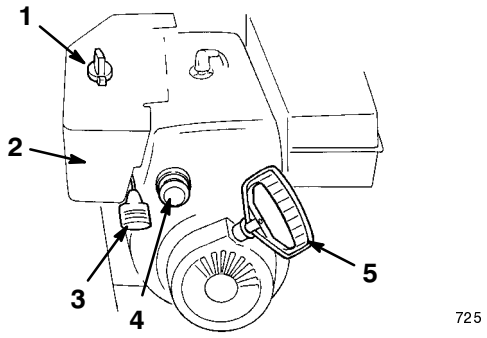

Figure 15
- **Choke** (Fig. 15)—Move the choke to the *Full* position to start a cold engine. As engine warms up, gradually move choke to the *Off* position.
- **Ignition Switch** (Fig. 15)—Insert the key before starting the engine. To stop the engine, remove the key.
- **Throttle** (Fig. 15)—Move the throttle upward to increase the engine speed; move it downward to decrease the engine speed.
- **Primer** (Fig. 15)—Press the primer to pump a small amount of gasoline into the engine for improved cold-weather starting.
- **Recoil Starter** (Fig. 15)—Pull the recoil starter to start the engine.
2. Remove the key from the ignition switch (Fig. 15).
3. Pull the choke knob off (Fig. 15).
1. Move the throttle to the *Fast* position (Fig. 15).
4. Rotate the choke (Fig. 15) to the *Full* position.
5. Insert the ignition key (Fig. 15).
6. Cover the hole in the center of the primer (Fig. 15) with your thumb and slowly push in the primer three times, pausing after each push.
A. Grasp the recoil starter handle (Fig. 15) and pull it out slowly until positive engagement results; then pull the handle vigorously to start the engine.
8. After the engine starts, immediately rotate the choke (Fig. 15) to the 3/4 position. As the engine warms up, rotate the choke to the 1/2 position. When the engine warms up sufficiently, rotate the choke to the *Off* position.